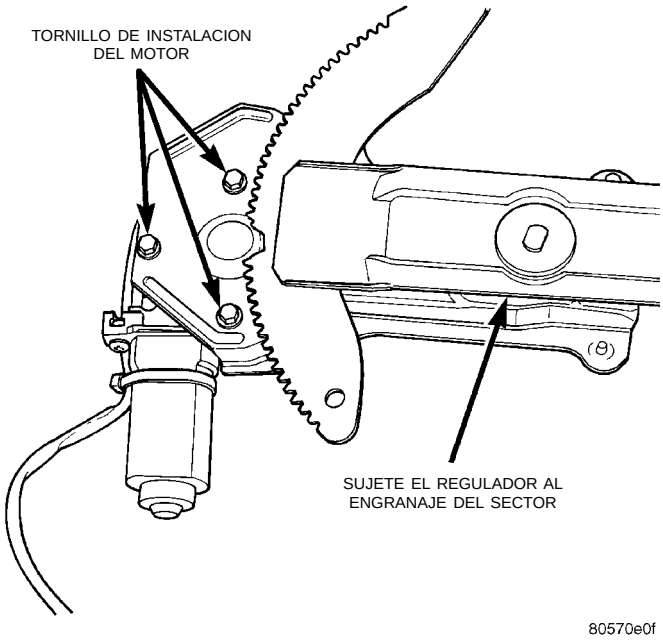

Fig. 5 Desmontaje del motor de la ventanilla de 2 puertas
(3) Fije el engranaje del sector y la placa de soporte con un gato de carpintero o una herramienta sujetadora similar, para evitar un movimiento pesado y brusco del regulador al retirar el motor.
(4) Retire los tres tornillos de instalación que sujetan la caja de engranajes del motor al regulador (Fig. 5).
(5) Retire el motor del regulador.